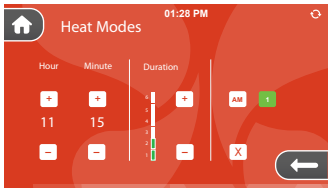

Figure 4
4. Press the  button to activate setting 1 and turn button green Figure 4. You can deactivate the setting by pressing the  button.